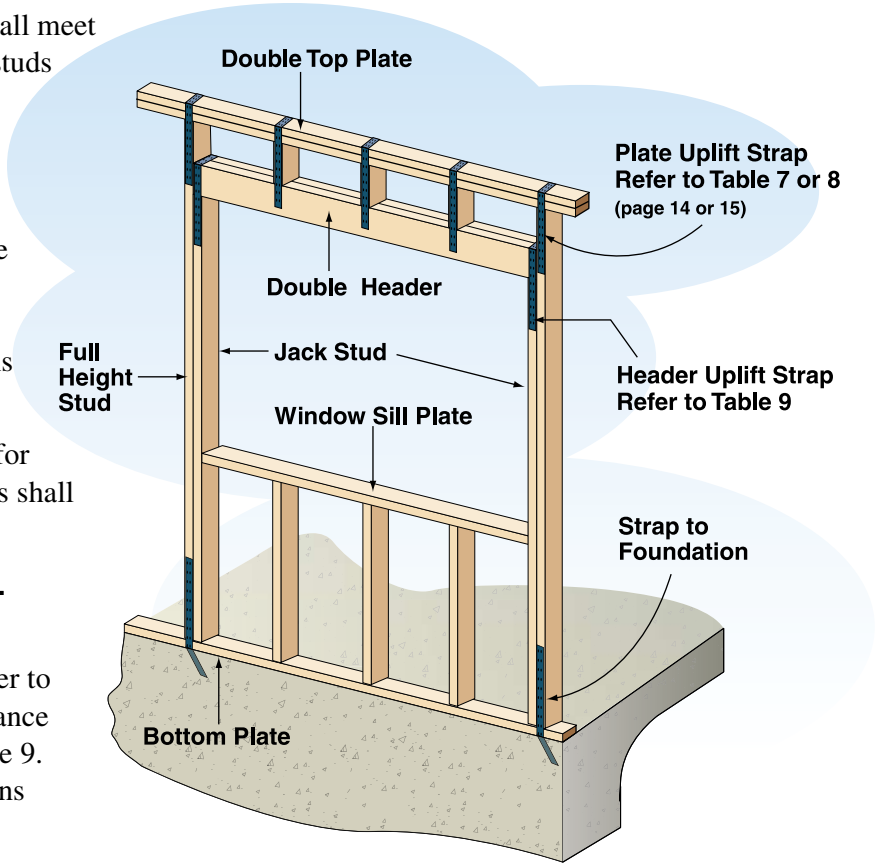

Figure 17. Studs and Headers Around Wall Openings
- **Wall Openings.** Headers shall be provided over all exterior wall openings. Headers shall be supported by wall studs, jack studs, hangers, or framing anchors (See Figure 17).